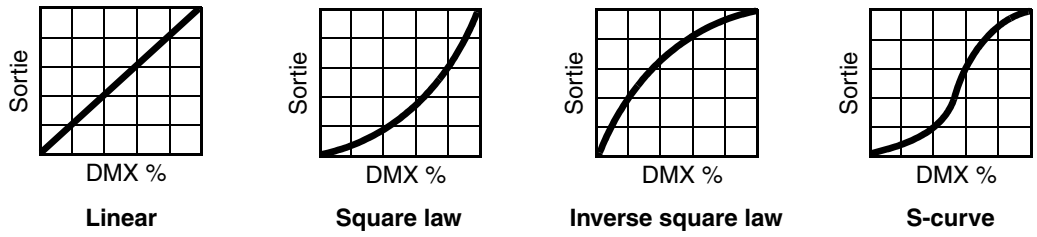

Figure 3 : Courbes de gradation
- **DIMMER CURVE** fournit 4 courbes de gradation (voir Figure 3) :